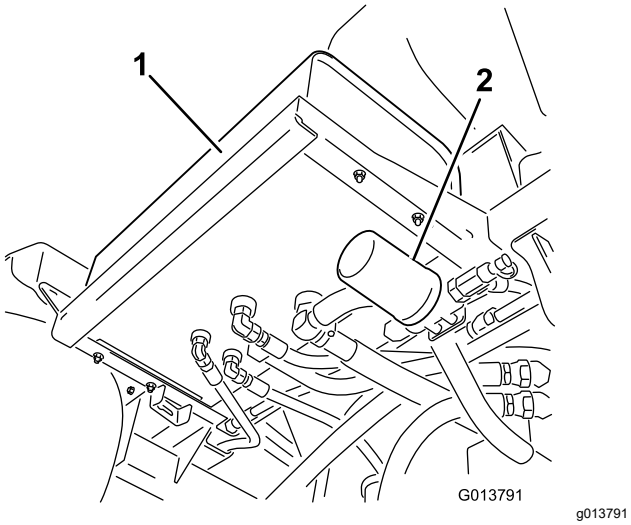
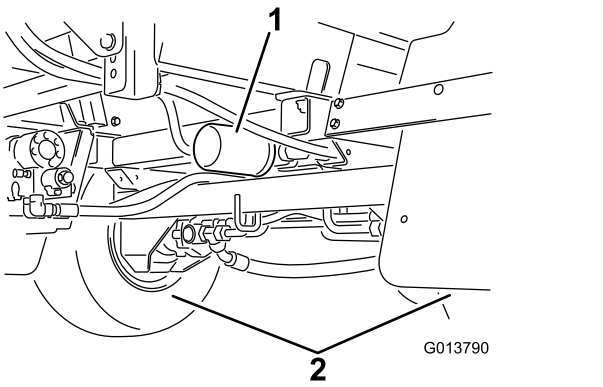

**Bild 109**
**Bild 110**
2. Ermitteln Sie die zwei Hydraulikfilter an der Maschine (Bild 109 und Bild 110).